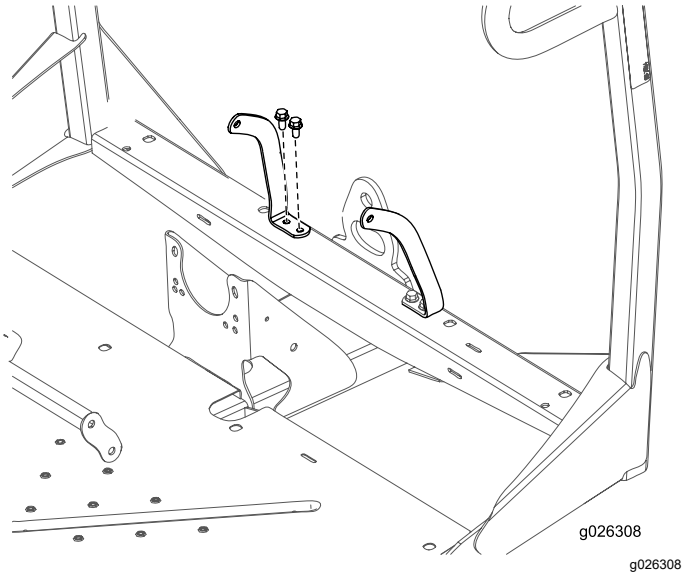

Figura 9
4. Prenda as fixações do cinto de segurança esquerdo e direito na estrutura frontal com 4 parafusos (⅜ pol.) e 4 porcas (⅜ pol.) (Figura 9).